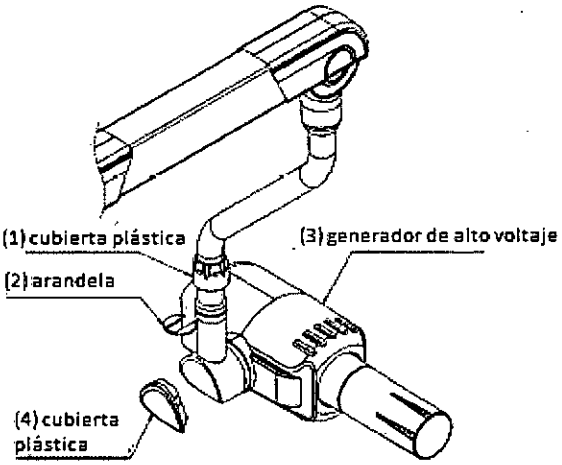

Fig. 1-6
**VI. Instalación del generador de alto voltaje (Fig. 1-6)**
1. Mueva la cubierta plástica hacia arriba (1) y retire la arandela de seguridad (2)
3. Si el generador de alto voltaje (3) (esta parte no puede rotar 360°) está muy ajustado o muy suelto, retire la cubierta plástica (4), luego utilice una llave M3 para ajustar o desajustar los 3 tornillos, luego coloque nuevamente la cubierta plástica en su lugar.